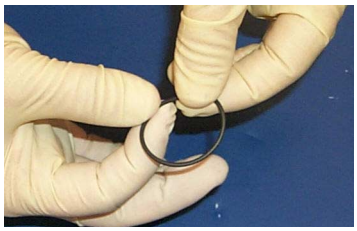

Figure 8-13 Inspecting an O-ring
2. Carefully inspect the O-ring (Figure 8-13). If it is damaged, replace it.